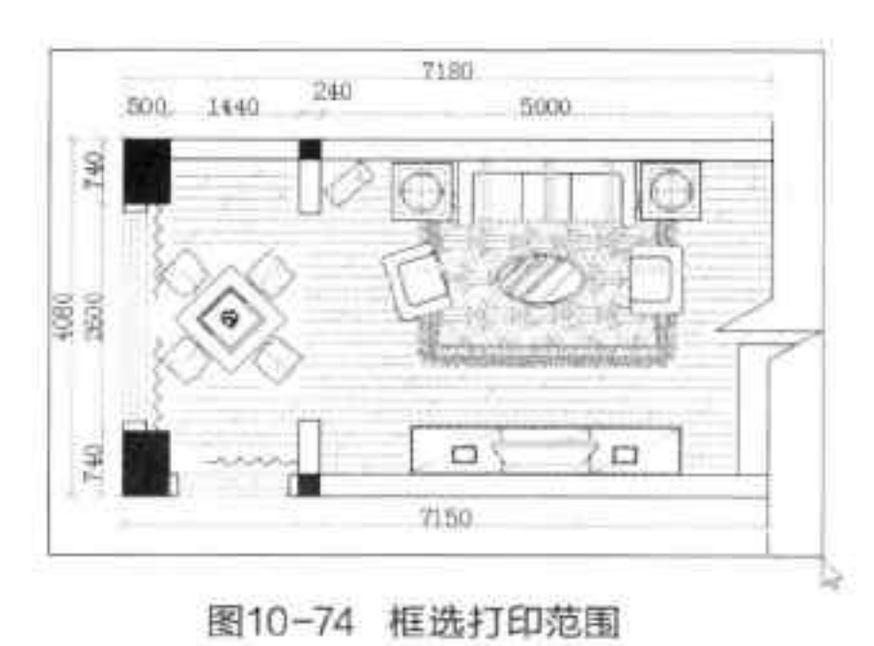

图10-74 框选打印范围
Step14 单击右侧“窗口”按钮，在绘图区中框选所要打印的图纸区域，如图 10-74 所示。然后勾选“居中打印”选项。